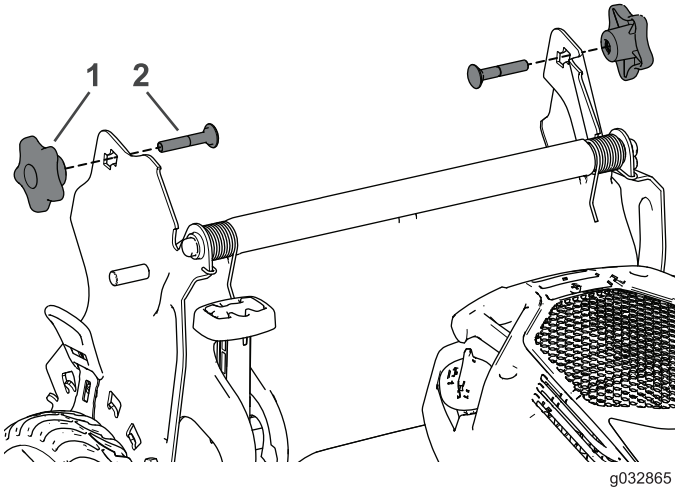

Figure 3
1. Retirez les 2 boutons de guidon et les 2 boulons de carrosserie du support de guidon (Figure 3) et conservez-les.